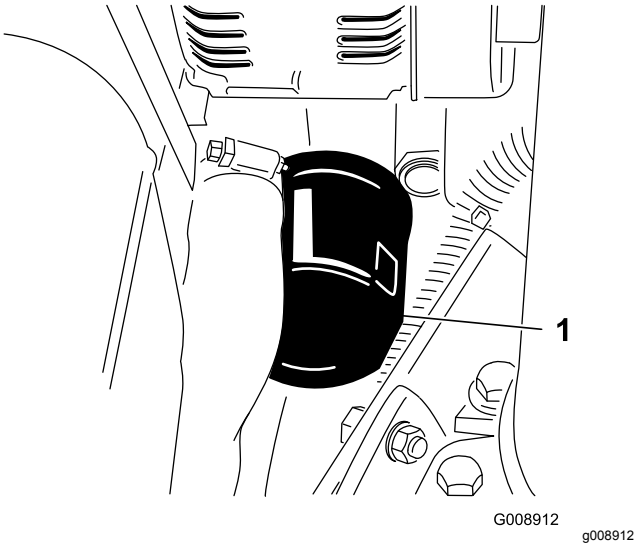

Figuur 64
2. Verwijder het oliefilter (Figuur 64).